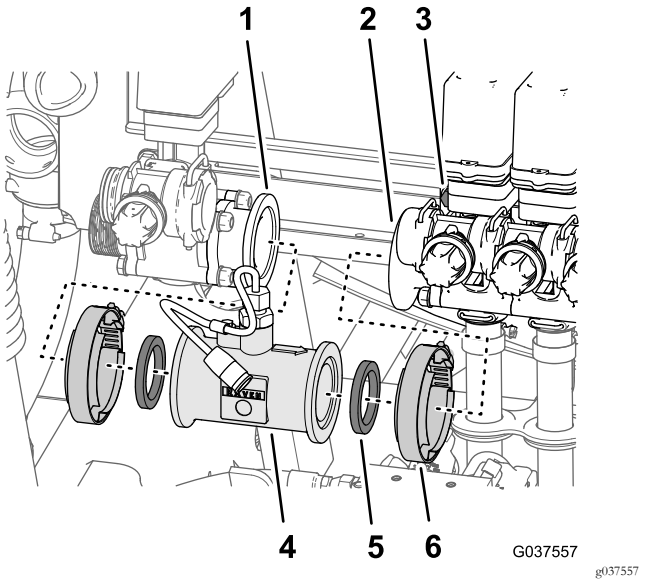

Figuur 38
1. Verwijder de 2 flensklemmen waarmee de vloeistofstroommeter bevestigd is aan de flenzen van de mengdosisklep en de linkerspuitboomklep (Figuur 38).
2. Verwijder de 2 pakkingen en de vloeistofstroommeter van de machine (Figuur 38).
Opmerking: Maak indien nodig de 4 flenskopbouten en 4 flensborgmoeren los waarmee de 3 spuitboomkleppen zijn bevestigd aan de klepsteun (Figuur 38).